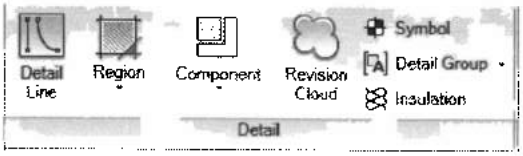

Рис. 34.3. *Раздел ленты Annotation для создания узлов*
Создание узлов осуществляется инструментами, сгруппированными в разделе **Detail** (Узел) ленты **Annotate** (Аннотация) на рис. 34.3. Все элементы, созданные инструментами этой группы, будут отображаться только на видах, где они созданы. На рис. 34.3а показан пример узла разреза стены с геометрией модели как фоном и добавленными 2М-компонентами узла.
Создание эскиза узла. Узлы могут использоваться для уточнения вида модели или создания условных обозначений. Чертят их часто поверх модели в плоскости, которая определяет вид. Для создания эскиза узла нужно на ленте в разделе **Detail** (см. рис. 34.3) кнопкой **Detail Lines** (Линии узла) перейти на ленту **Place Detail Lines**, на которой предлагаются стандартные геометрические методы и стили линий.
1. На ленте в разделе **Detail** (см. рис. 34.3) выбрать команду **Region** > **Region**. Произойдет переключение на ленту **Create Filled Region Boundary** (Создать границу области заливки).